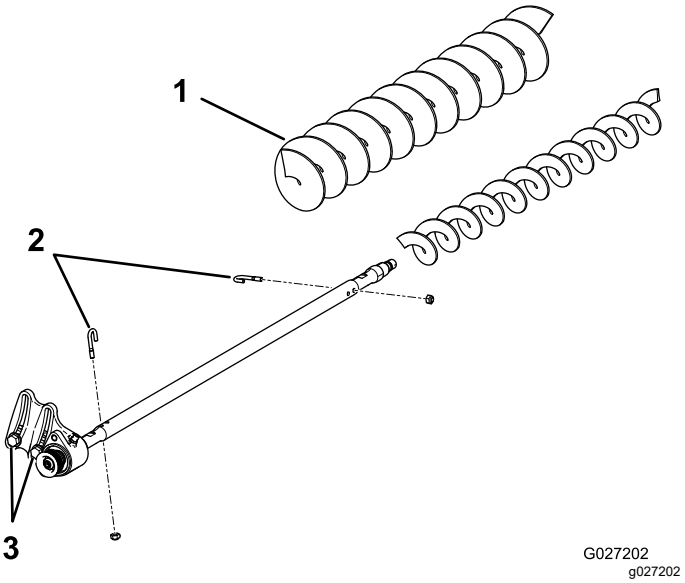

**Figur 23**
3. Ta bort de två J-skruvarna och muttrarna (Figur 23).
4. Dra av den befintliga borsten från borstaxeln (Figur 23).
5. Lossa de två skruvarna, brickorna och muttrarna som fäster det drivna lagerhuset vid lagerhusets monteringsfäste (Figur 23).
6. Skjut på borsten för hög klipphöjd på borstaxeln (Figur 23).
7. Kläm fast borsten på axeln med de två J-skruvarna och muttrarna som du tidigare tog bort (Figur 23).